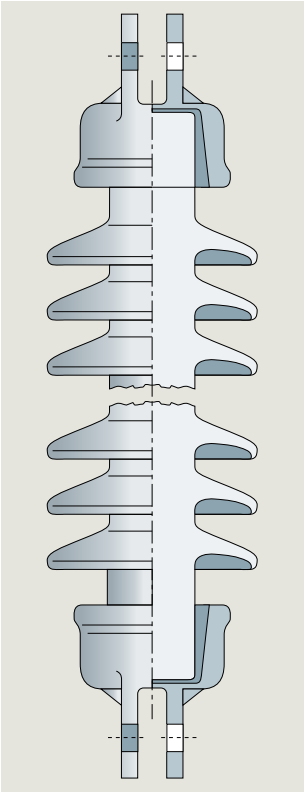

Fig. 2.2-67: Long-rod insulator with clevis caps
- In Central Europe, long-rod insulators made from aluminous porcelain (fig. 2.2-67) are most frequently adopted. These insulators are puncture-proof. Failures under operation are extremely rare. Long-rod insulators show superior behavior, especially in polluted areas. Because porcelain is a brittle material, porcelain long-rod insulators should be protected from bending loads by suitable fittings.